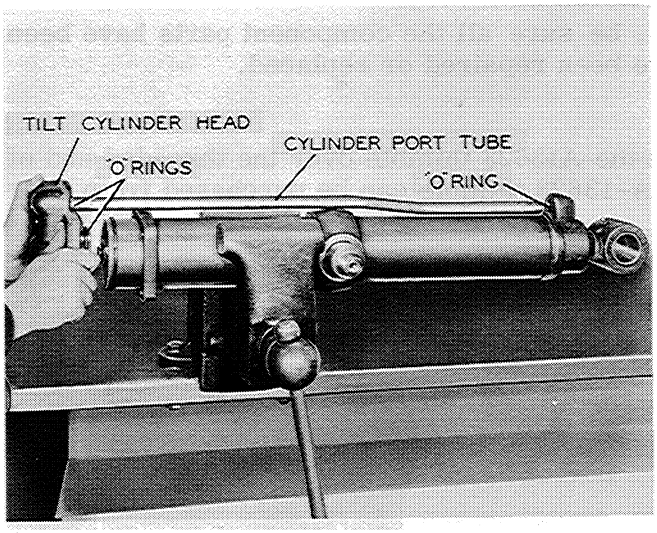

Figure A-44
6. Install the cylinder port tube in the cylinder head port and insert the tube into the forward cylinder port at the same time the cylinder head is inserted in the tilt cylinder, Figure A-44. Be careful not to damage any of the "O" rings during installation.